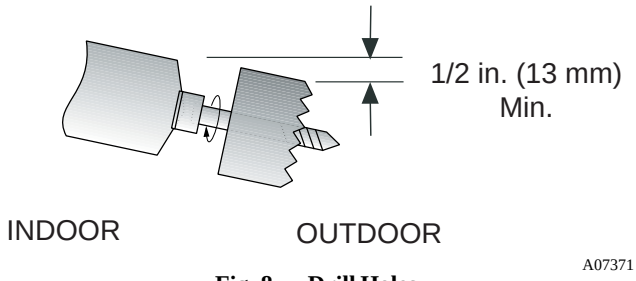

Fig. 8 — Drill Holes
1. Determine the pipe hole position using the mounting plate as a template. Drill the pipe hole diameter per values given in Fig. 3. The outside pipe hole is 1/2−in. (13 mm) min. lower than the inside pipe hole, so it slants slightly downward (see Fig. 8).